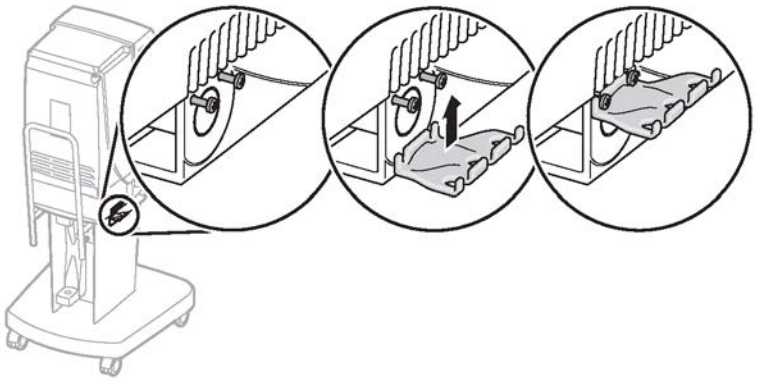

Figure 2-6. Pick-up tube holder
1) Loosen the two screws on the rear of the machine. See Figure 2-6 "Pick-up tube holder" on page 24.